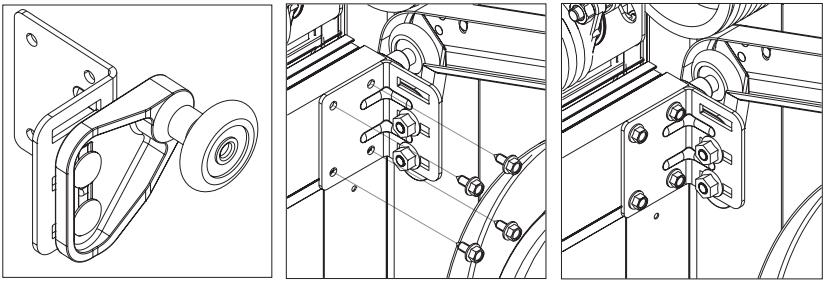

*Рис.30*
На рис. 30 показана установка верхнего кронштейна на воротах с ручным управлением:
- на воротах с ручным управлением ходовой ролик должен прилегать к профильной части переднего направляющего профиля (рис. 30);